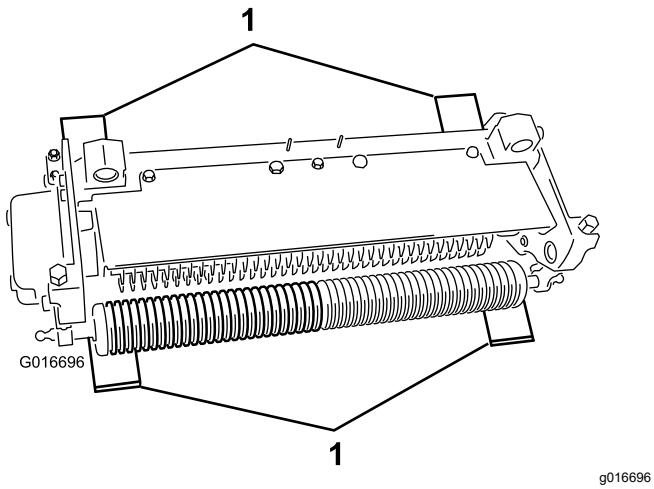

Bild 9
2. Legen Sie vier Messlehren mit der gewünschten Einstechtiefe des Messers unter die Frontrolle und die Hinterräder des Vertikutierers (Bild 9).